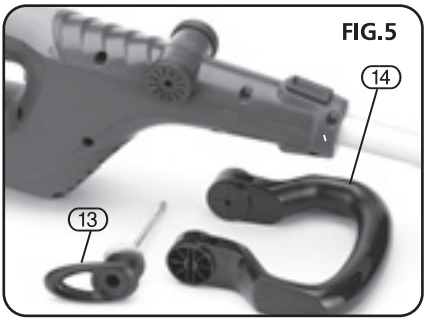

FIG.5
8.3 AUXILIARY HANDLE - FIGS.5 - 6